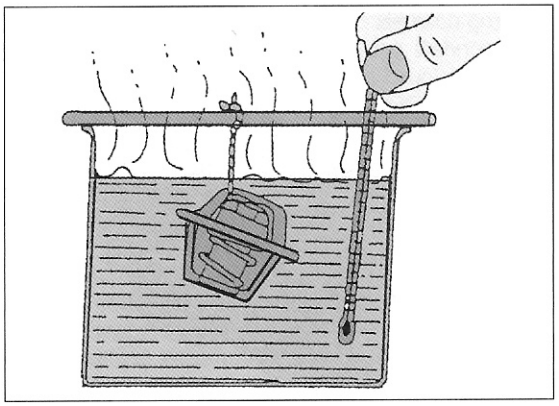

Bild 160
- Thermostat an einem Stück Draht in einen Behälter mit kaltem Wasser einhängen, wie es in Bild 160